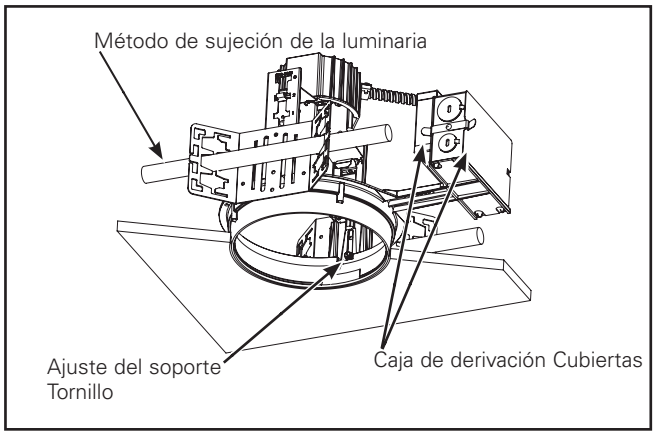

Figura 1.
2. Ajuste los tornillos de ajuste del soporte de modo que la parte inferior del anillo de yeso quede al ras de la línea del techo acabada. El soporte suspendido es reversible para un ajuste total de 5". (Figura 1.)